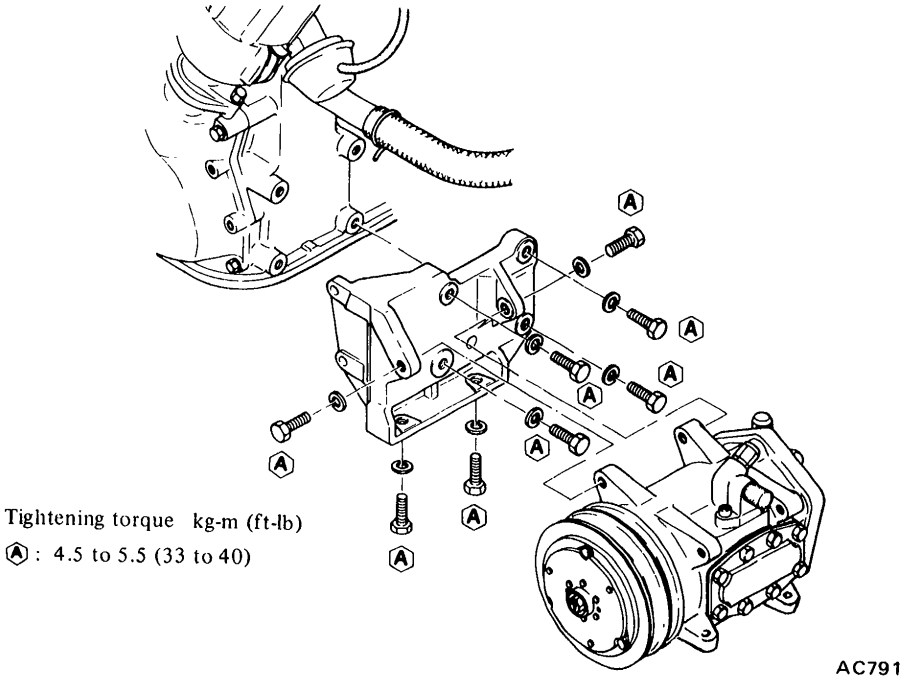

Fig. AC-30 Compressor
2. Check tightening torque of bolt holding compressor bracket. Retighten bolt if necessary. See Figure AC-30.